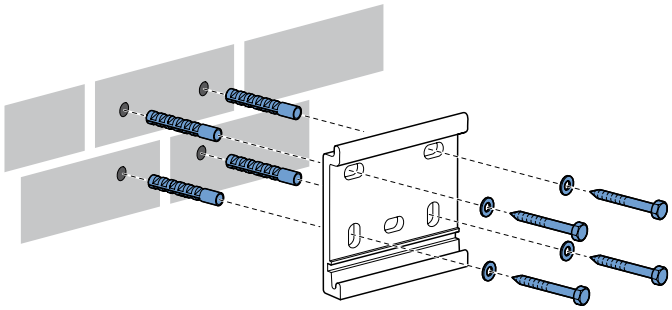

Abb. 1.2 Montage der Wandhalter
Sorgen Sie dafür, dass sich mindestens 2 Löcher in der Mitte eines Steins befinden. Siehe Abbildung 1.2.
Bohren der Montagelöcher. Wir empfehlen, mit einem 14 mm Steinbohrer zu bohren, wenn es sich um eine Beton- oder Steinwand handelt. Verwenden Sie dazu passende Dübel und Schrauben in guter Qualität. Montieren Sie die Wandhalter (A) und eventuell die Mittelstütze(n) (B) und ziehen Sie die Muttern fest an. Siehe Abbildung 1.2.